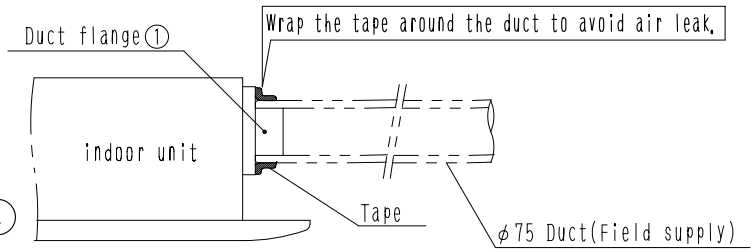

Fig. 4
❷ Installation procedures of Duct <Nominal diameter of duct: φ75>
1. Connect the duct to the duct flange. (Flange fits inside the duct.>(Fig. 4)